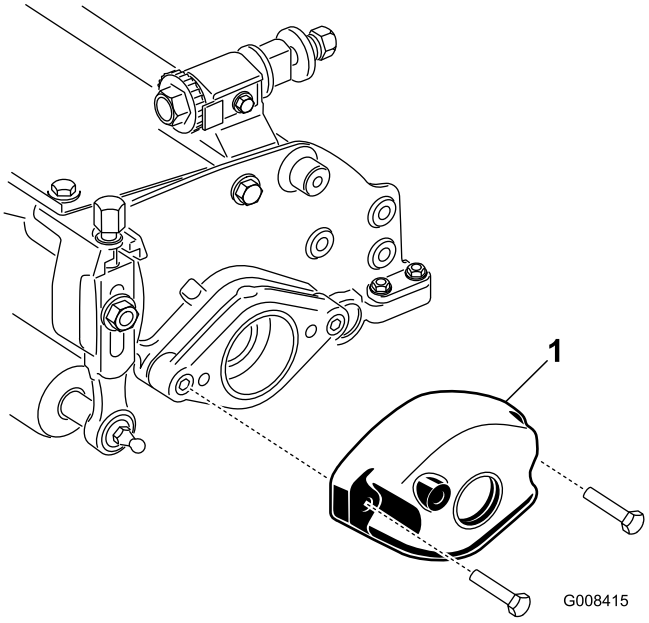

Figura 2
5. Remova os 2 parafusos e as 2 porcas que fixam o contrapeso à extremidade esquerda da unidade de corte e o contrapeso (Figura 2).